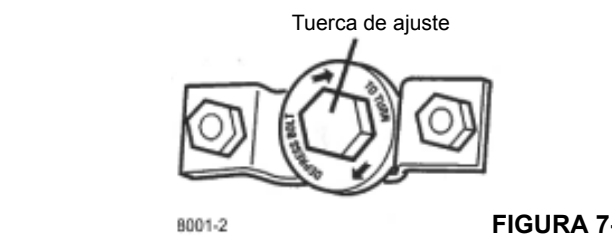

FIGURA 7-31
5. Oprima el embrague y gire la tuerca de ajuste. En sentido horario mueve el cojinete hacia la transmisión (Figura 7-31).